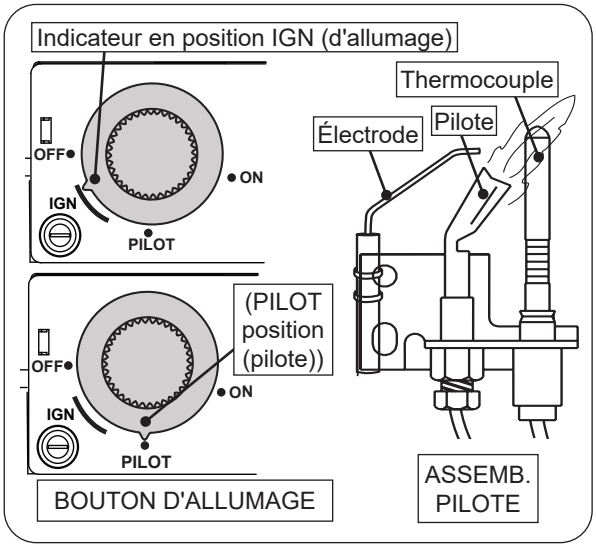

Fig. 58-1 Éclairage pilote
3. Localisez l'assemblage de la veilleuse sur le côté ou à l'arrière du bac du brûleur (voir Fig. 58-1).
5. Tout en maintenant le bouton enfoncé, tournez le bouton de commande dans le sens antihoraire ↶ vers **PILOT** (pilote) jusqu'à ce que vous entendiez un clic (l'allumeur piézo-électrique s'activera et allumera la veilleuse). Continuez à maintenir le bouton enfoncé pendant environ une (1) minute après l'allumage de la veilleuse. Relâchez le bouton et il ressortira. La veilleuse restera allumée. Voir la Fig. 58-1. S'il s'éteint, répétez les étapes 2 à 5.